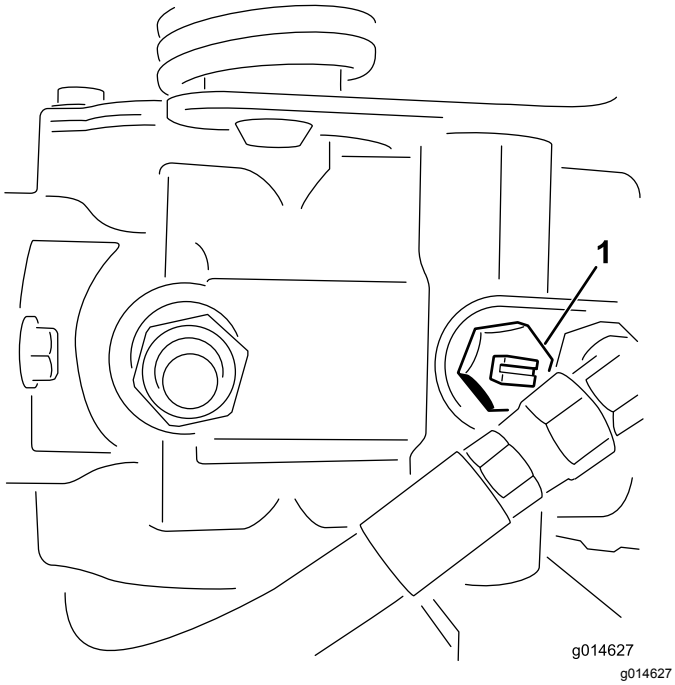

**Rysunek 24**
1. Znajdź na pompie zawór obejściowy i obracaj nim tak, aby szczelina była skierowana pionowo (Rysunek 24).
2. Przed uruchomieniem silnika zamknij zawór obejściowy, obracając nim tak, aby szczelina znajdowała się w położeniu poziomym (Rysunek 24).